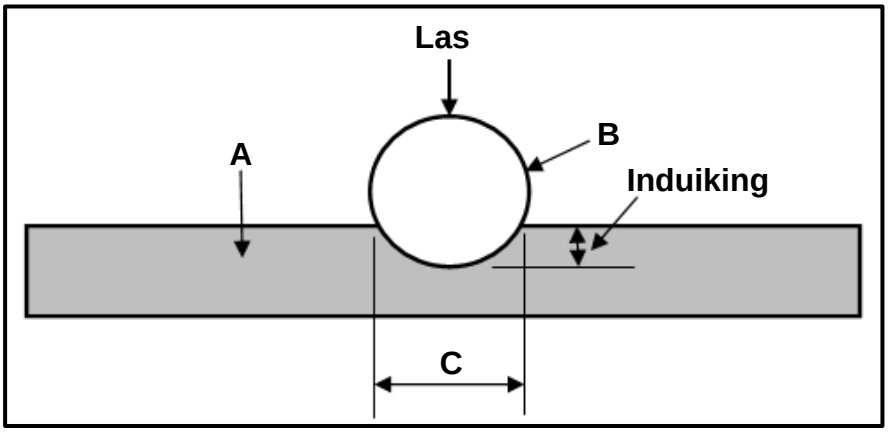

FIGUUR 7.2 (3)
7.2 FIGUUR 7.2 hieronder toon 'n diagram van 'n Brinell-hardheidstoetser. Benoem **A**–**C**.